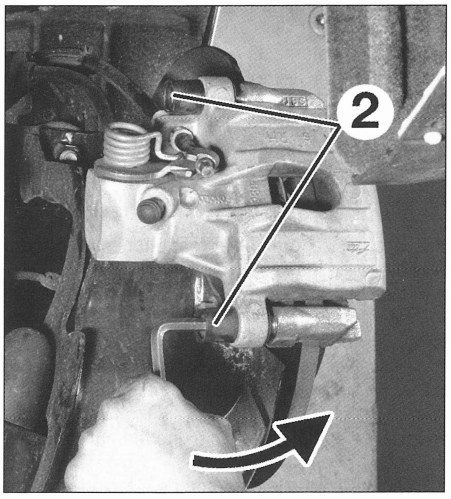

FIG. 15
- los 2 tornillos de guía (2) de la pinza **(fig. 15).**